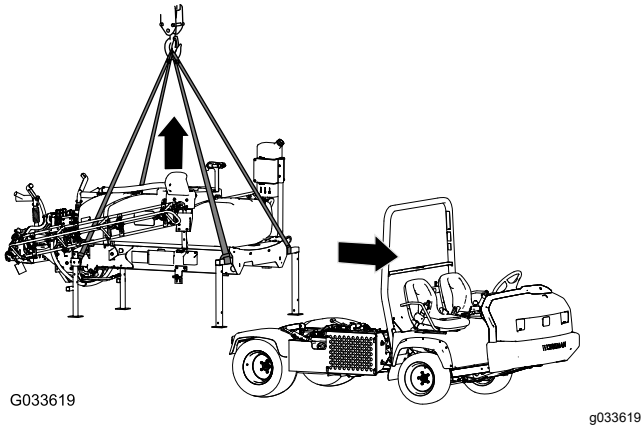

Figure 140
1. Lower the booms to approximately 45° and then pivot them forward (Figure 140).
5. Attach the lifting equipment to the horizontal tubes of the forward jack stands and the vertical post of the rear jack stands (Figure 140).
7. Lift the tank skid from the machine high enough to clear the skid from the machine (Figure 140).